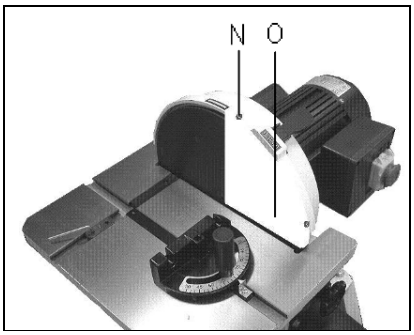

Fig 4
Fixer le cache-disque (O, Fig 4) avec 2 vis (N).
Retirer le cache-disque (O, Fig 4).